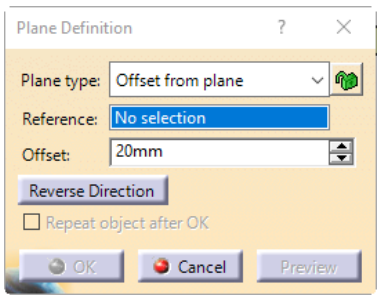

Figure 18-62 *The* ***Plane Definition*** *dialog box with the* ***Normal to Curve*** *option selected*
3. Select the **Normal to curve** option from the **Plane type** drop-down list in the dialog box; the **Plane Definition** dialog box is modified, as shown in Figure 18-62.